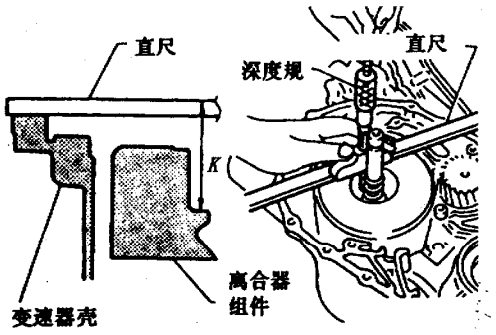

图 9－7－43　测量尺寸 K 值
②如图 9－7－44 所示，测量尺寸 L 值。然后按公式 9－7－5 计算 J 值。